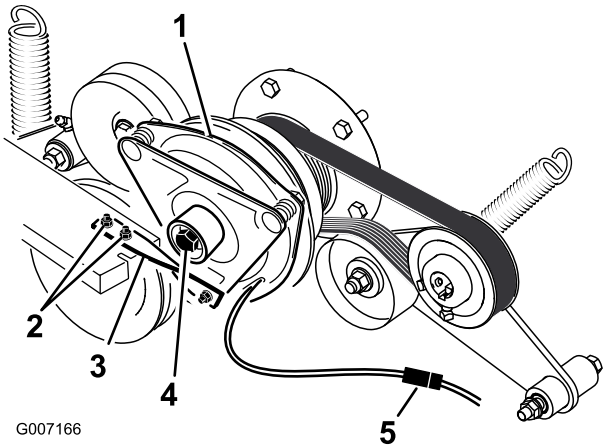

**Figuur 65**
5. Maak de stekker voor de elektrische aansluiting van de koppeling los (Figuur 65).
6. Verwijder de bouten waarmee de rubberen band van de koppeling is bevestigd aan het frame van de maaier (Figuur 65).
7. Verwijder de middelste bout waarmee de koppeling is bevestigd aan de uitgaande as van de motor en verwijder de koppeling en de spie (Figuur 65).
14. Houd de krukas op de achterkant van de machine, monteer de middelste bout en zet deze vast met een torsie van 68 Nm (Figuur 65).
15. Monteer de rubberen band van de koppeling op het frame van de maaier met de twee bouten en moeren die u eerder hebt verwijderd (Figuur 65).
17. Sluit de stekker voor de elektrische aansluiting van de koppeling aan (Figuur 65).